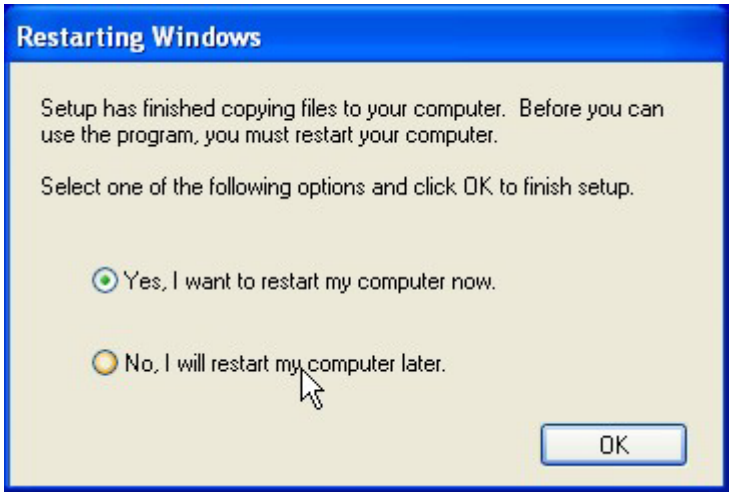

Figure 6-20: Audio Driver Installation Complete
Step 8: When the installation is complete, the screen in **Figure 6-20** appears.